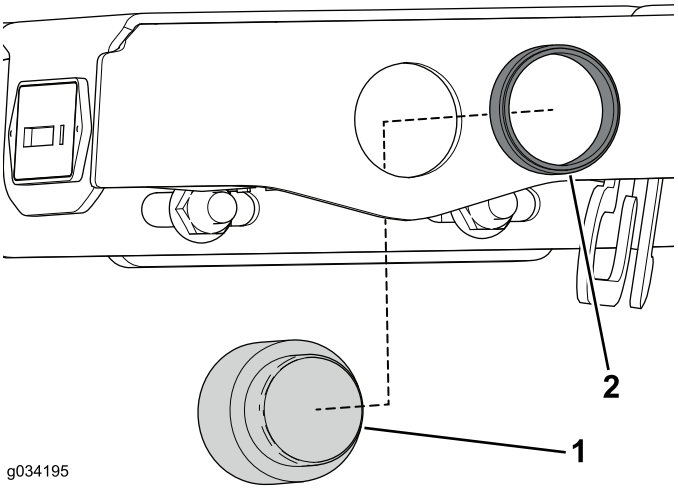

**Figura 11**
2. Rode o anel de retenção serrilhado no alarme e retire-o do conjunto da consola (Figura 11).